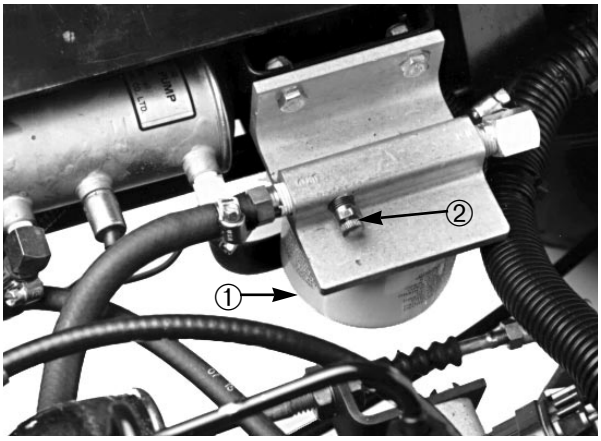

**Figure 12**
1. Loosen the air bleed screw on top of the fuel filter/water separator (Fig. 12).